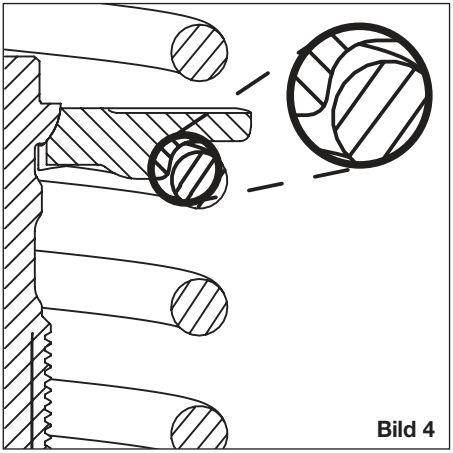

Bild 5
- Mit Hilfe des Rohrschlüssels ⑥ und der Umschaltknarre ⑧ den Antrieb betätigen **Bild 5.**
- Bei Lösen der Feder aus den Halterungen/ Gummiaufnahmen mit Hilfe des Rohrschlüssels ⑦ gegenhalten **Bild 5** um das Verdrehen/Mitdrehen zu verhindern.